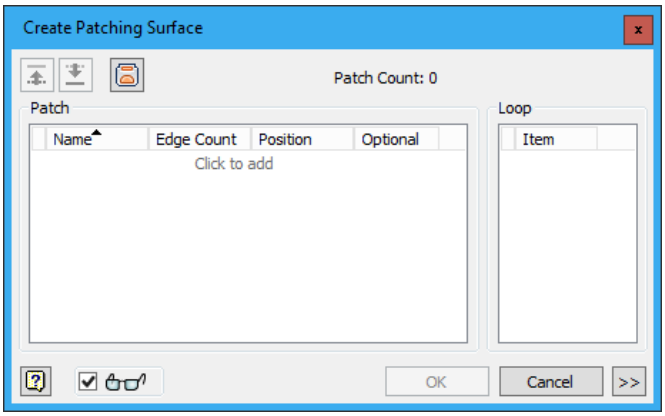

Figure 19-74 *The* ***Create Patching Surface*** *dialog box*
1. Choose the **Create Patching Surface** tool from the **Parting Design** panel in the **Core/Cavity** contextual tab of the **Ribbon**; the **Create Patching Surface** dialog box is displayed, as shown in Figure 19-74.